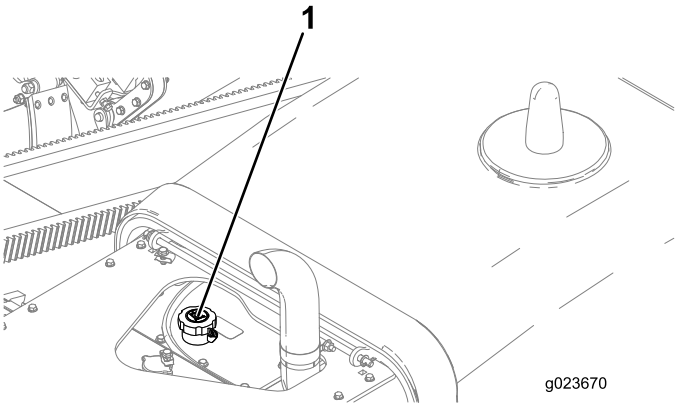

Figure 150
4. Si le niveau est trop bas, ouvrez le bouchon du réservoir hydraulique (Figure 150), et faites l'appoint jusqu'à ce que le niveau atteigne le repère maximum sur l'indicateur de niveau.